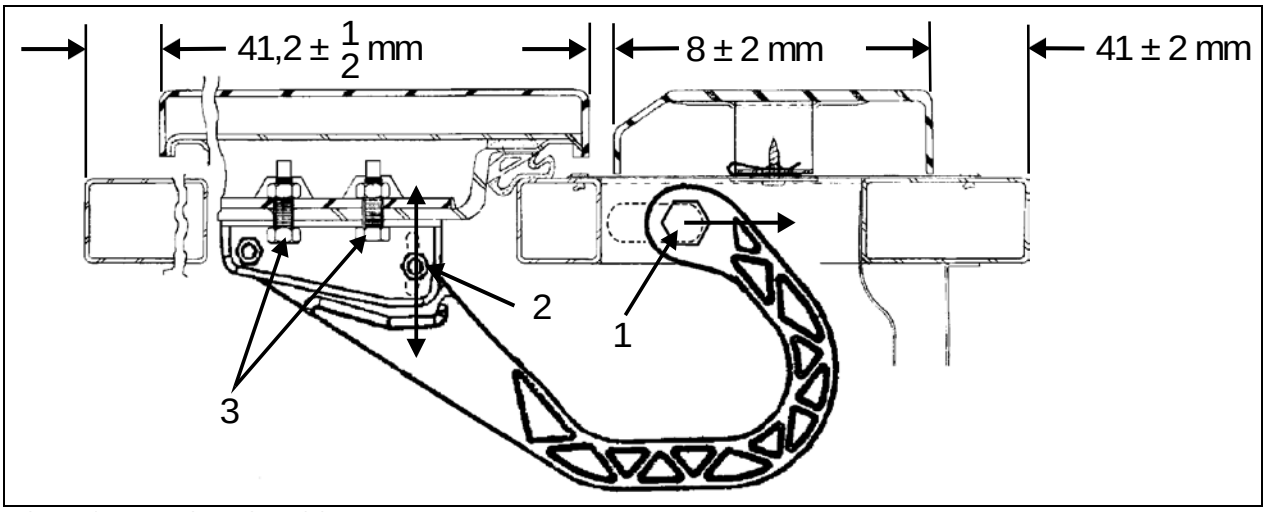

**FIGURE 84: EVAPORATOR DOOR** 18198
2. Loosen nut (1, Figure 84).
4. Tighten nut (1, Figure 84).
5. Loosen nut (2, Figure 84). Hinge allows the door to be shifted "IN or OUT".
7. Loosen screws (3, Figure 84). Screws allow the door to be shifted "UP or DOWN".